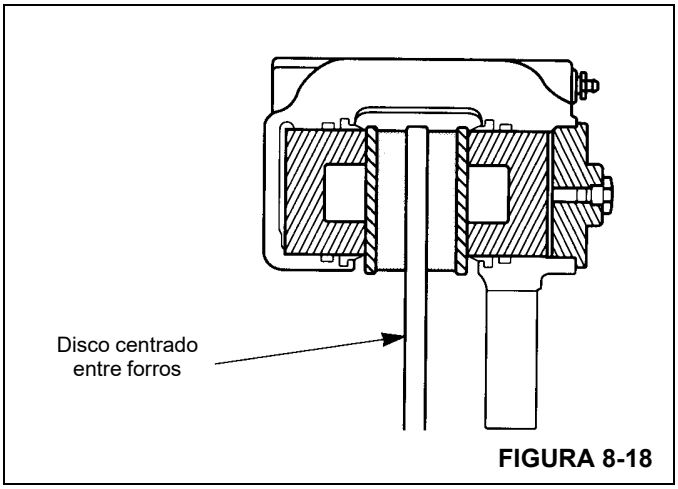

FIGURA 8-18
b. Los suplementos deberán ser de acero, rectificados hasta quedar planos y paralelos y deberán cubrir toda la superficie de montaje del cubo o de la caja. Los forros deberán moverse libremente en la caja y entre las placas terminales (Figura 8-18).